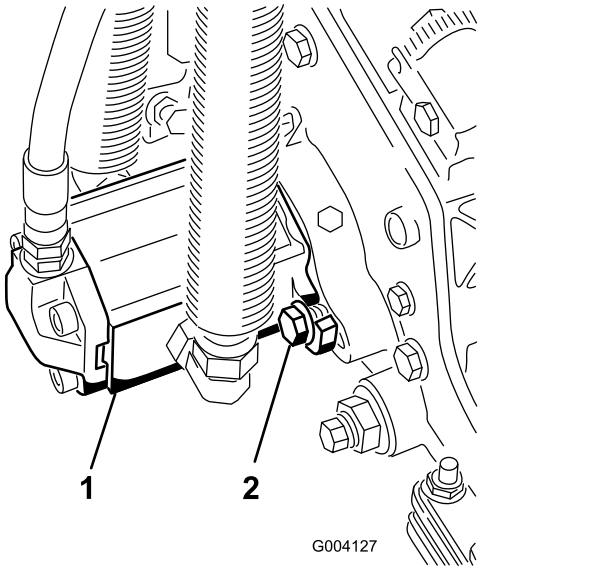

Рисунок 14
16. Установите двигатель, повернув его по часовой стрелке так, чтобы фланцы двигателя не закрывали болты (Рисунок 14).